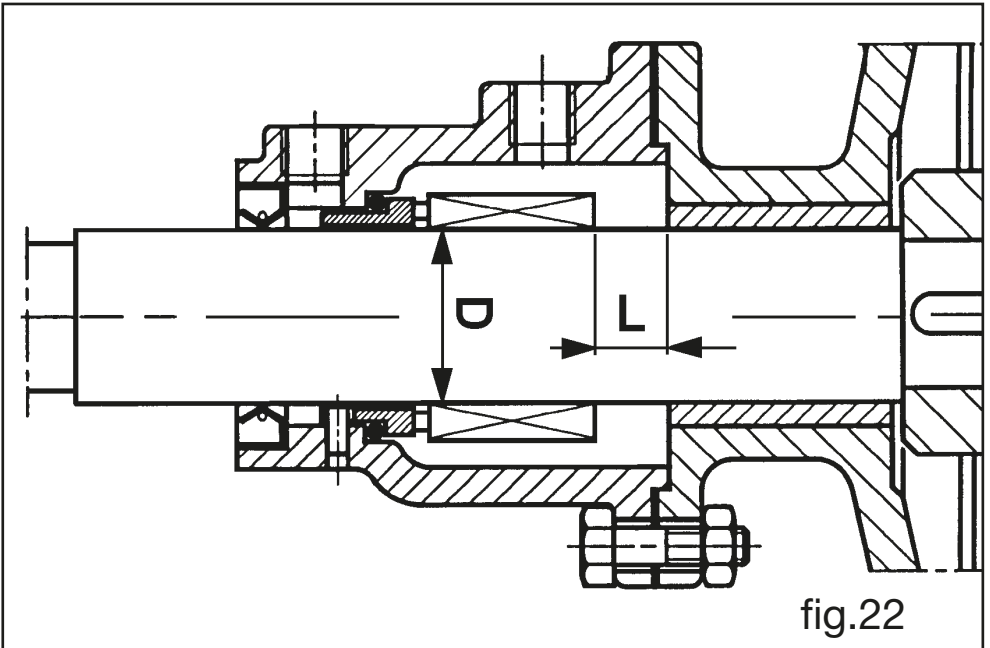

fig.22
N.B. La tabla indica el diámetro D del árbol y la distancia L entre la junta estanca (66) y la arandela-soporte (09) no bloqueada sino apoyada al reverso del rotor (fig. 22)
- ☐ Montar con cuidado la parte fija (66.6) en el porta-junta estanca (80)
- ☐ Montar el labio retén (68) en el porta-junta estanca (80).